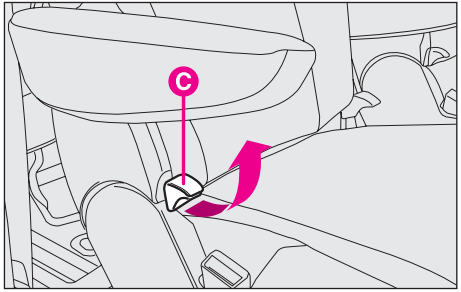
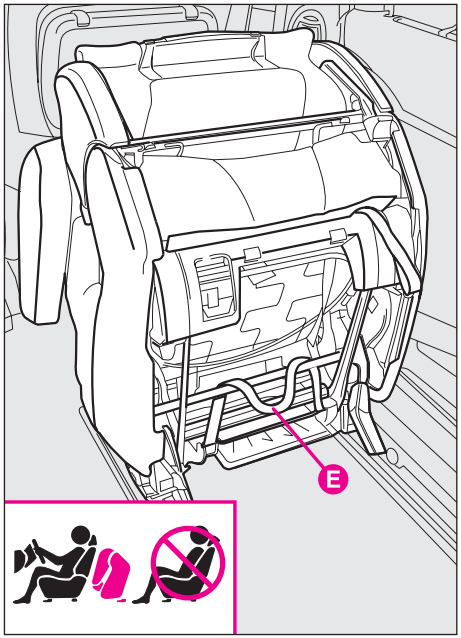

fig. 33
fig. 36
TO ADJUST THE RECLINING SEAT BACK fig. 33
To use the side seat back as a supporting plane ("table" position), operate release lever **C-fig. 33** and guide the seat to the cushion.
Operate release lever **C-fig. 33** and guide the seat back until the "table" position is reached; then turn the tipped seat again until the "wallet" position illustrated in **fig. 36** is reached.
When the second row seat is tipped in "wallet" position, it is not possible to transport passengers on the third row seats, as illustrated on label fig. 36 placed on the seats themselves. This is a precaution to avoid any risk of contact with the articulation mechanisms of the seat itself.
To get at the rear seats (third row), lift lever **C-fig. 33** from the outside and tip the whole seat forward.
– operate release lever **C-fig. 33** and guide the seat back until the "table" position is reached; turn the tipped seat again until the "wallet" position is reached **fig. 36**;